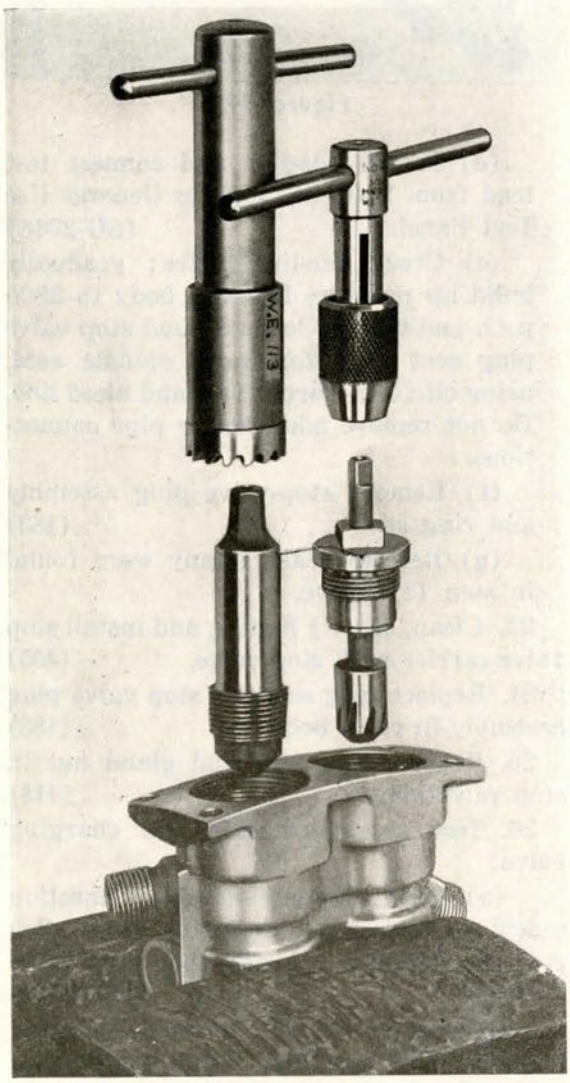

Figure 145
*5. Reseat seats for valves, using air check-valve plug and guide for guiding tool when cutting (Fig. 145). **(WE108)**
*6. Reseat seat for air check-valve plug washer (Fig. 145). **(WE113)**